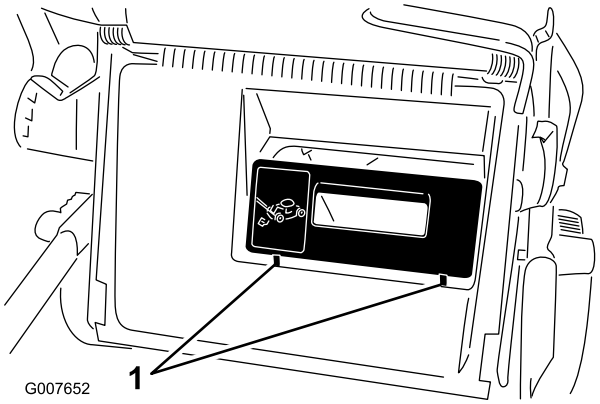

**Figura 24**
**Importante: Verificate che il coperchio di scarico posteriore sia posizionato correttamente. Sollevate il deflettore di scarico e individuate le 2 linguette situate davanti al coperchio di scarico (Figura 24). Se non le trovate, spingete con forza il coperchio fino bloccarlo in posizione.**